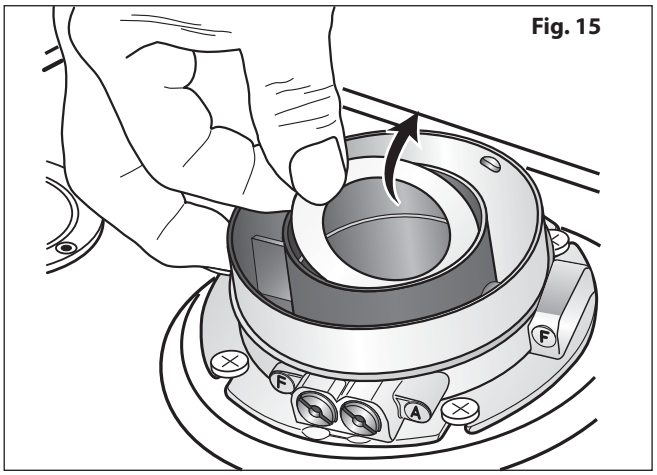

Fig. 15
**If the chosen flue length requires the use of the restrictor, it is already fitted inside the flue gas collar. In the event of an installation which does not require the use of the restrictor, the latter should be removed from the flue gas collar. See table A (Page 20 and Fig 15).**